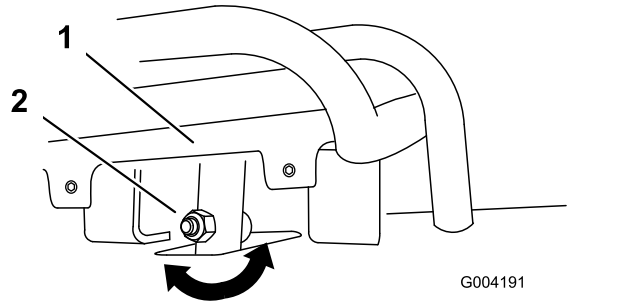
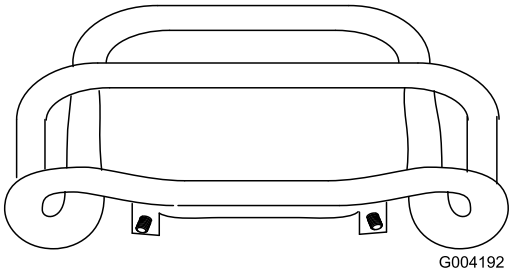

**Figure 54**
**Figure 55**
4. If the front of the traction control does not rest square and flush with the reference bar, loosen the flange nut and bolt in the stem of the traction control (Figure 54).
5. Adjust the traction control so that it rests flush against the reference bar when you pull it straight back (Figure 54 and Figure 55).